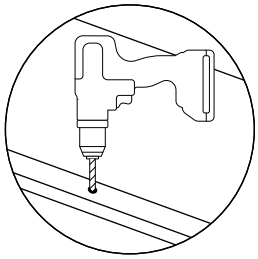

Figure 1.3
e. **Confirm Installation Requirements** - This installation requires drilling into the threshold. Verify you are able to complete this step before proceeding. (Fig. 1.3)